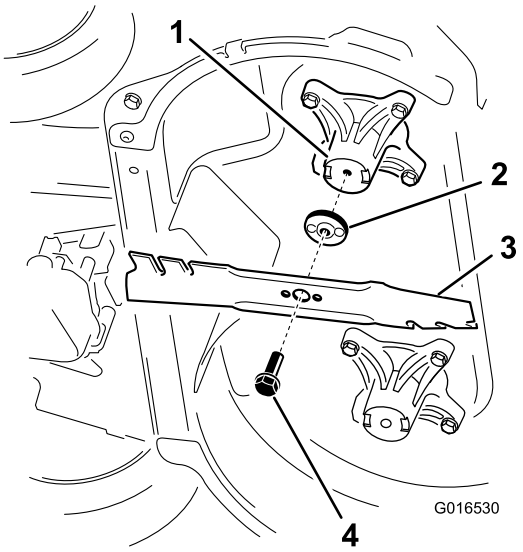

Рисунок 33
2. Снимите каждый нож, как показано на Рисунок 33.
1. Установите первый нож так, чтобы он находился в горизонтальном положении, вместе со всеми крепежными деталями, как показано на Рисунок 33.